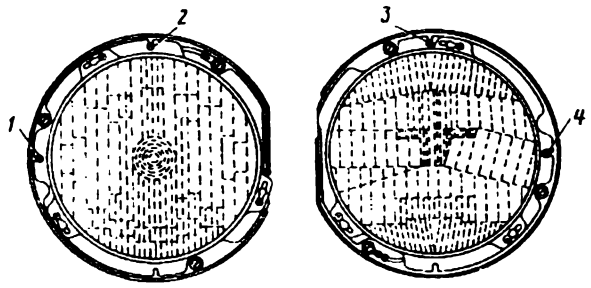
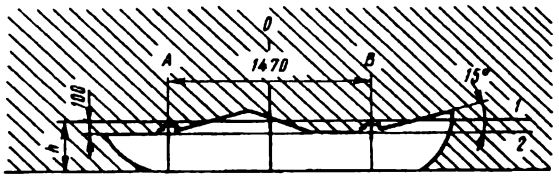
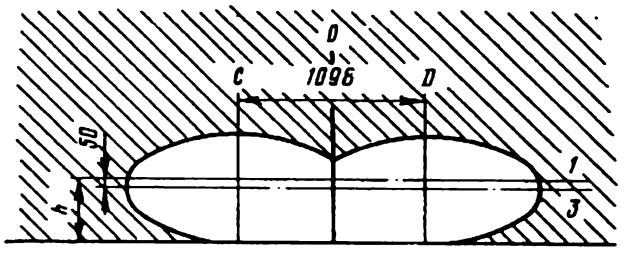

Рис. 257. Фары:
Рис. 258. Экран для регулировки ближнего света фар:
Рис. 259 Экран для регулировки дальнего света фар:
5. Включите ближний свет (наружные фары) и винтами *3* и *4* (рис. 257) отрегулируйте направление световых пучков сначала правой фары, а затем левой так, чтобы верхняя граница световых пятен совпадала с линией *2* (рис. 258), а точки пересечения горизонтального и наклонного участков световых пятен совпали с точками пересечений линий *A* и *B* с линией *2*.
6. Включите дальний свет и, закрыв чехлами наружные фары, винтами *1* и *2* (см. рис. 257) отрегулируйте направление световых пучков, сначала правой, а затем левой фар так, чтобы центры световых пятен совпали с точками пересечения линий *C* и *D* с линией *3* (рис. 259).